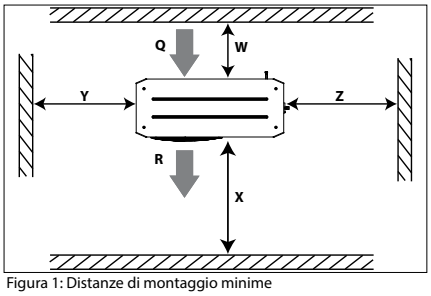

Figura 1: Distanze di montaggio minime
- Assicurarsi che intorno all'unità vi sia spazio sufficiente per la circolazione dell'aria e l'apertura di porte e finestre. Fare riferimento alla Figura 1 per i valori minimi di distanza dalle pareti.